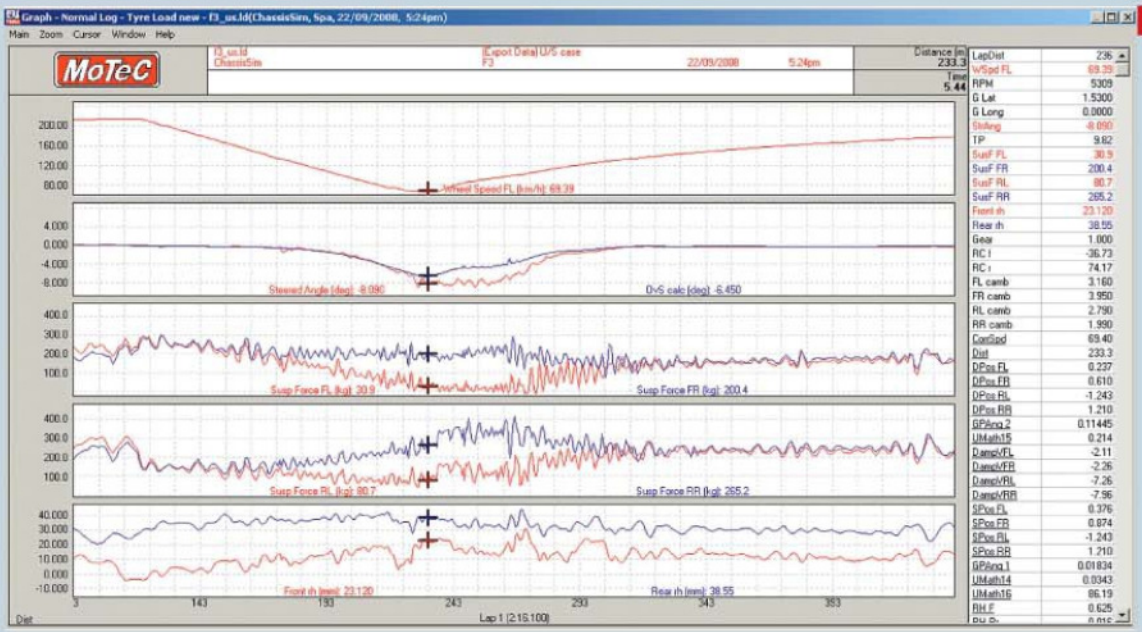

Figure 3
We can illustrate these techniques with an example, here an F3 car understeering, as shown in figure 3. From there we have the following conditions that are summarised in table 1 below. From equation (4) the case we are dealing with here is understeer. This means Fy1 and Fy2 are giving their full contribution. We can also make things easier on ourselves
Values derived from figure 3 data